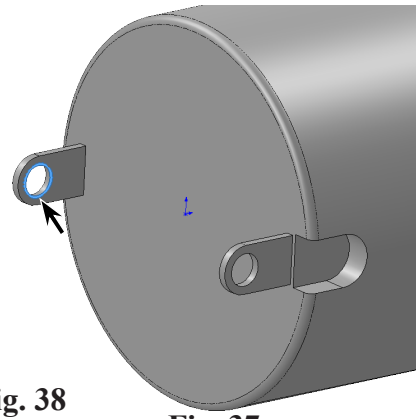

Fig. 37
Step 1. Click **cylindrical edge of the other terminal** to select it, **Fig. 37**.